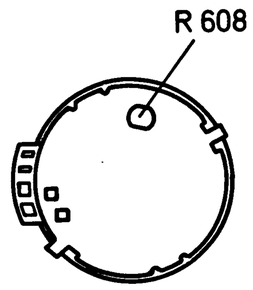

Abb. 2
2. R 608 Einstellung der Bandgeschwindigkeit (s. Abb. 2)